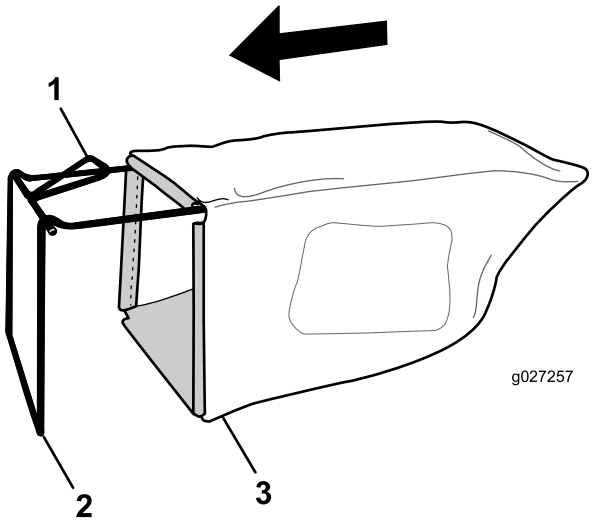

Bild 9
1. Schieben Sie den Fangkorb auf den Rahmen, wie in Bild 9 abgebildet.
Hinweis: Schieben Sie den Grasfangkorb nicht über den Holm (Bild 9).